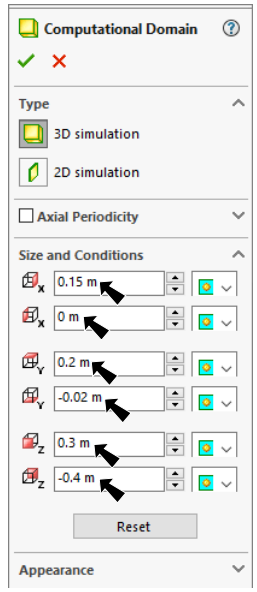

Fig. 9
Step 2. Set values as shown here and **Fig. 9**.